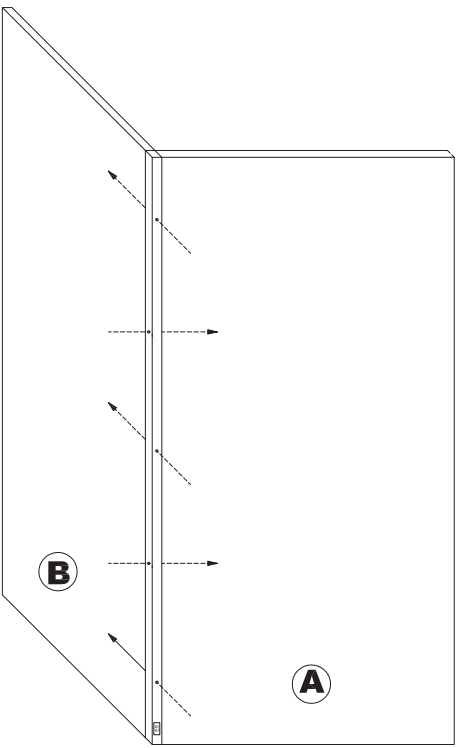

Fig. 7
Realice la fijación del elemento esquinero ES a los paneles paso (A) y (B) según lo indican las fig. 7 - 8 - 9.